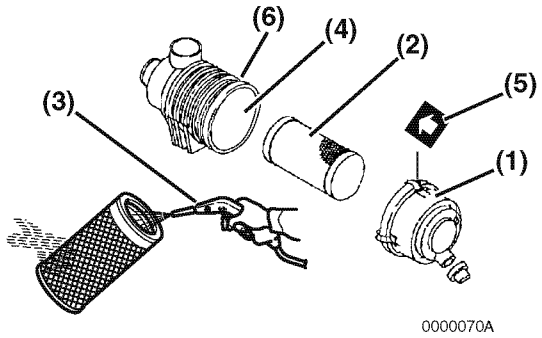
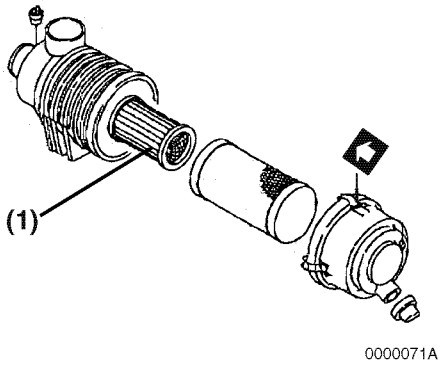

Figure 5-12
Figure 5-13
Note that a typical air cleaner is shown in **Figure 5-12** and **Figure 5-13** for illustrative purposes only.
1. Unlatch and remove the air cleaner cover **(Figure 5-12, (1))**.
2. Remove the element **(Figure 5-12, (2))** (outer element if equipped with two elements).
3. Blow air **(Figure 5-12, (3))** through the element from the inside out using 42 - 71 psi (0.29 - 0.49 MPa; 3.0 - 5.0 kgf/cm^2) compressed air to remove the particulates. Use the lowest possible air pressure to remove the dust without damaging the element.
4. If the air cleaner is equipped with a double element, only remove and replace the inner element **(Figure 5-13, (1))** *if the engine lacks power or the dust indicator actuates (if equipped).*
8. Install the element into the air cleaner case **(Figure 5-12, (4))**.
9. Reinstall the air cleaner cover making sure you match the arrow **(Figure 5-12, (5))** on the cover with the arrow on the case **(Figure 5-12, (6))**.
Replace the air cleaner element **(Figure 5-12, (2))** every 500 hours even if it is not damaged or dirty.
When replacing the element, clean the inside of the air cleaner case **(Figure 5-12, (4))**.
If the air cleaner is equipped with a double element, *only remove and replace the inner element* **(Figure 5-13, (1))** *if the engine lacks power or the dust indicator actuates (if equipped).* This is in addition to replacing the outer element.